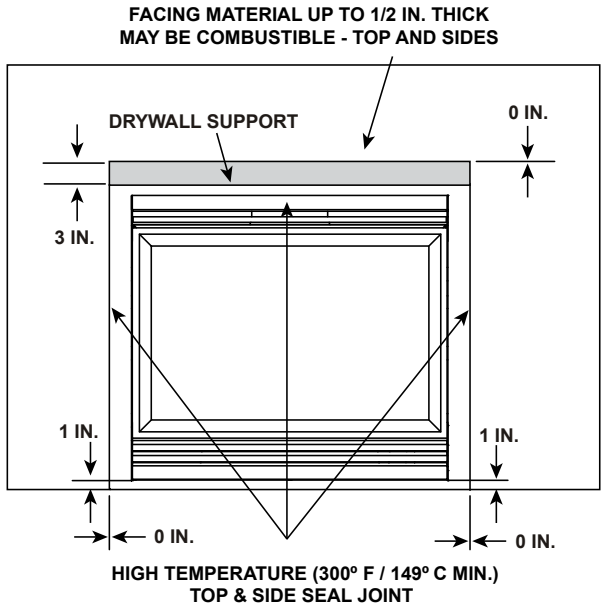

Figure 10.1 Facing Materials
- Seal joints between the finished wall and appliance top and sides using a 300 ºF minimum sealant. Refer to Figure 10.1